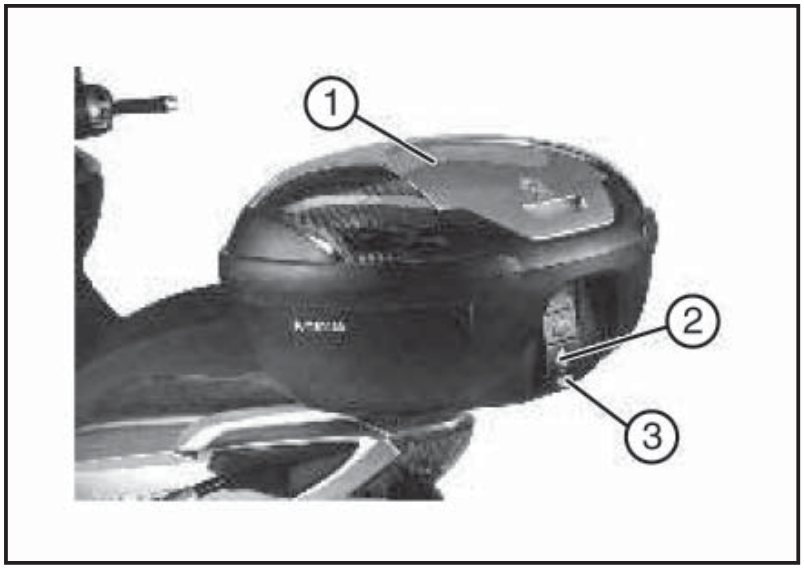

Fig. 02 *QSI0028*
4.19 BAULETTO POSTERIORE (Fig. 02)